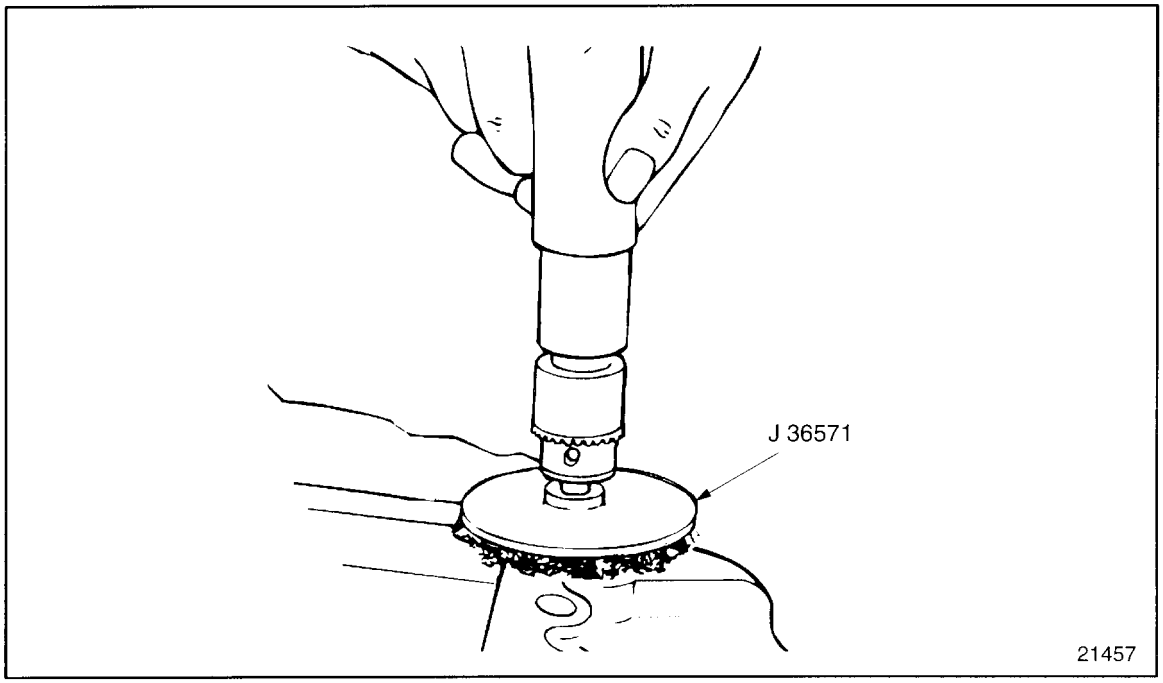

Figure 6-11 Cleaning the Manifold
2. To clean the intake manifold mating surface and the head port area, use the surface conditioning set J 36571. See Figure 6-11.